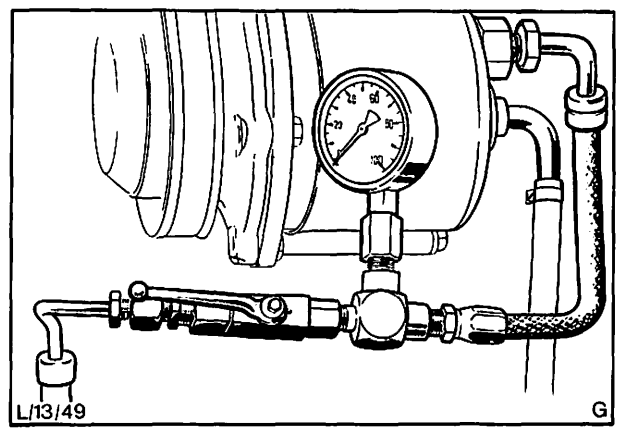

Abb. 54 Angeschlossenes Drucktestgerät
5. Flexiblen Schlauch des Drucktestgeräts 13-007 an die Pumpe anschließen, Ventilseite an die Druckleitung. Ventil gegen den Uhrzeigersinn öffnen, Abb. 54.